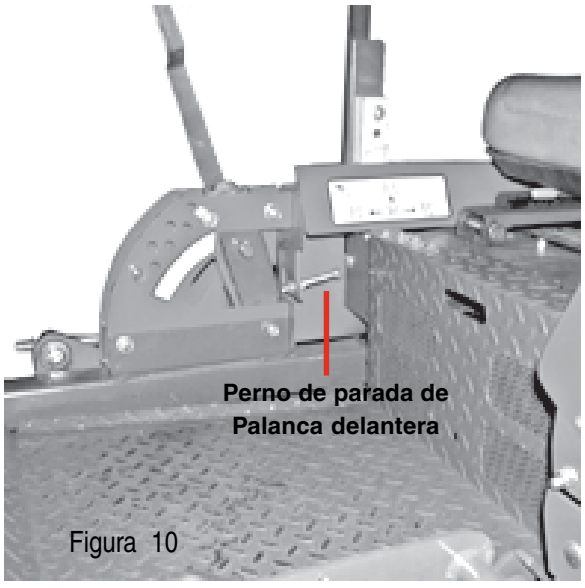

Figura 10
5. Si la marcha irregular persiste, ajuste como sigue. (vea la Figura 10)